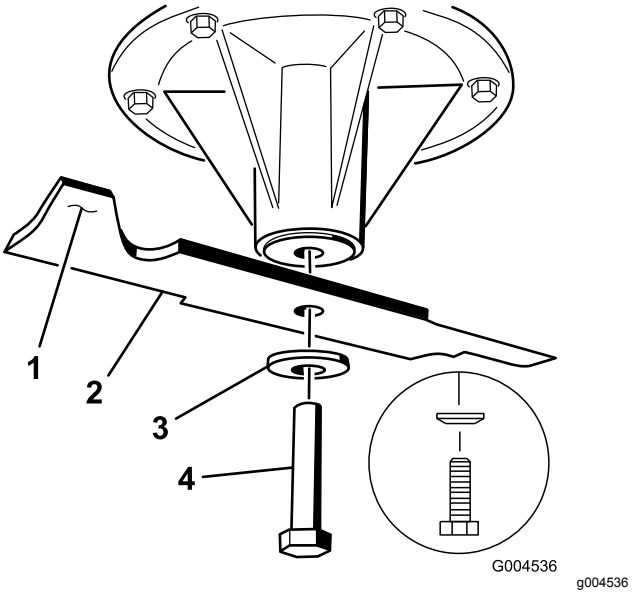

Figuur 103
1. Monteer het mes op de as (Figuur 103).
2. Monteer de veerschijf en de mesbout (Figuur 103).